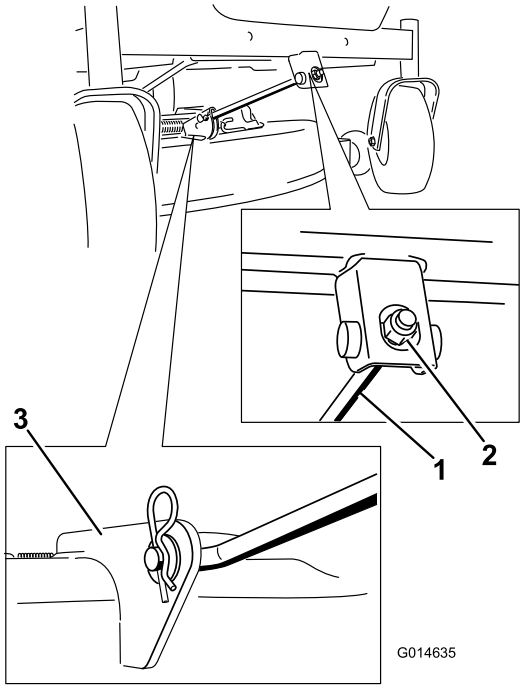

**Figur 65**
4. Fjern hårnålsplinten fra fremre støttestag og fjern staget fra braketten på klippeenheten (Figur 65). Senk den fremre delen av klippeenheten forsiktig til bakken.
6. Fest fremre støttestang til klippeenheten med splittpinnen og hårnålssplinten (Figur 65).